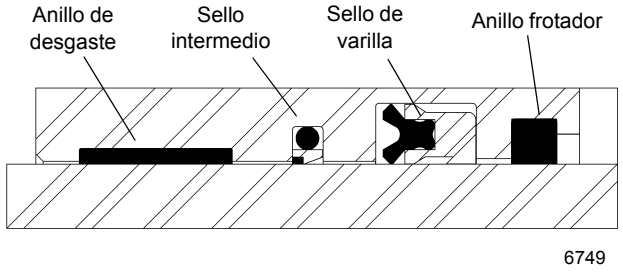

FIGURA 2-29
1. Instale el anillo de desgaste de repuesto, el sello intermedio, el sello de varilla, el anillo de respaldo y el anillo frotador en el interior de la cabeza. Asegúrese que el reborde del sello intermedio esté cerca al sello de la varilla. Asegúrese que la ranura del borde del sello de la varilla esté cerca al sello intermedio (Figura 2-29).